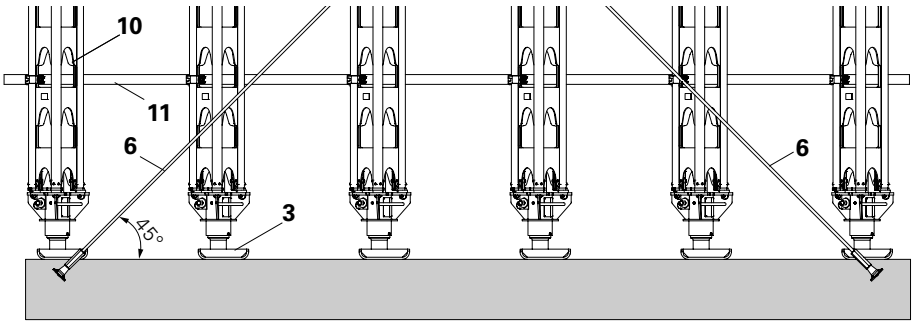

Fig. B2.02
- Forces from the diagonal bracing (6) must be transferred directly into the foundations e.g. via the anchoring system of the PERI Brace Frame.
- The base plates of the Lowering Device HDA (3) must lie full-faced on the foundations. (Fig. B2.02)